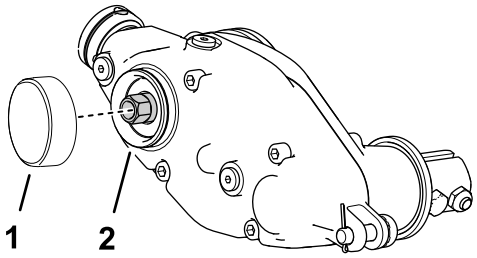

图14
1. 在卡环槽周围和外直径表面涂抹中等强度的圆柱固持胶如 Green Loctite 609®图14。
2. 如图14所示安装盖子。